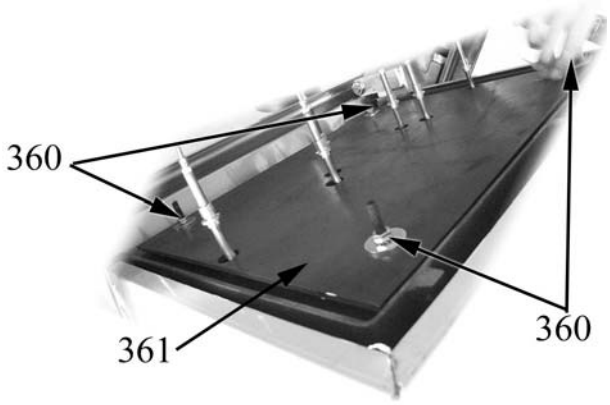

Fig. 36
- unscrew the nuts (item 360 in Fig. 36) and remove the protective plate;
- remove the heating element retaining plate (item 361 in Fig. 36);